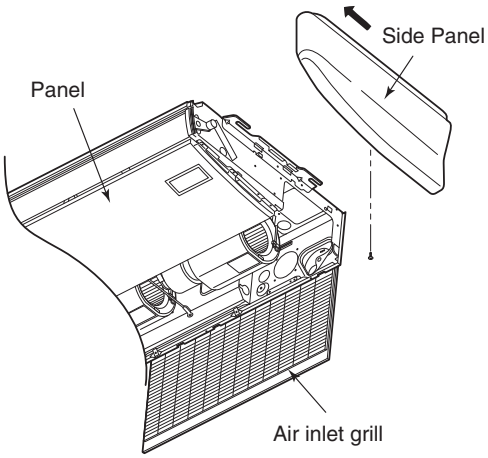

Fig. 3-6
(1) Open the air inlet grill on the side panel, remove the 1 screw and then move it toward the front (direction of the arrow) and remove it. (Fig. 3-6)